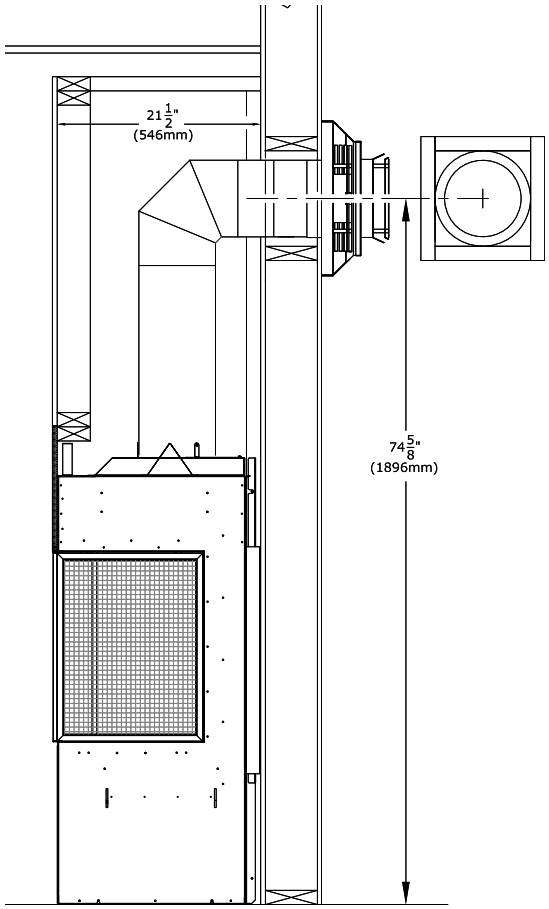

Figure 1.10 - Encadrement du coupe-feu mural (minimum)
- Voir la Figure 1.10 ci-contre pour les dimensions d'encadrement du conduit d'évacuation minimum à terminaison horizontale.
1. Mesurez la distance entre le plancher du foyer et le centre du point de traversée murale prévu du conduit d'évacuation. Les dimensions du conduit de la Figure 1.10 utilisent un conduit d'évacuation Simpson DuraVent.